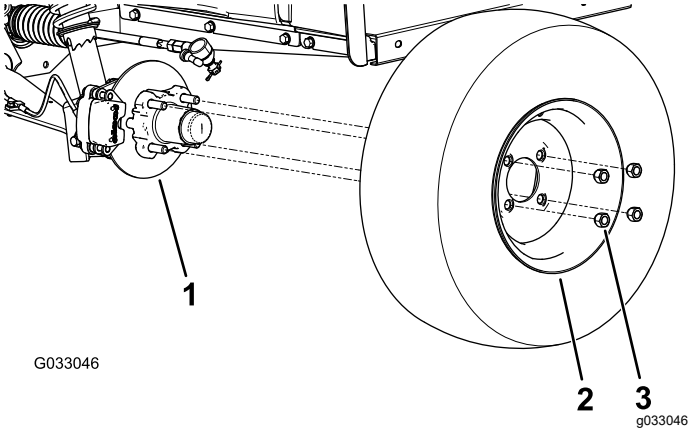

Figur 29
2. Ta bort de fyra hjulmuttrar som håller fast hjulet vid navet (Figur 29).
4. Rikta in hålen i hjulet med tapparna i navet, och montera hjulet på navet med ventilskaftet utåt (Figur 29).
5. Fäst hjulet vid navet med hjulmuttrarna (Figur 29).